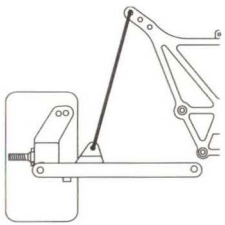

fig. 22a *Improves jump landings and steering.*
- The outside hole on the tower, **fig. 22a**, will improve jump landings and increase steering. It will also decrease rear traction.